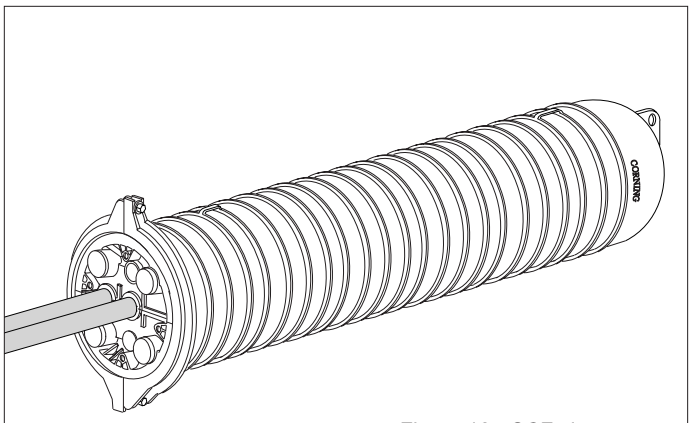

Figure 16 - SCF closure
4.36 Corning Cable Systems recommends that cable splices use a "butt type" configuration; i.e., both cables enter the same end of a closure, for ease of storing (Figure 16).